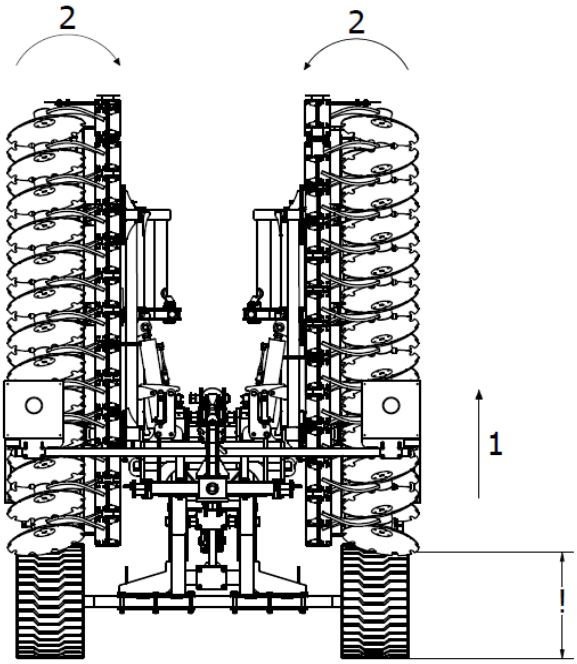

Rysunek 9 Sekwencja otwierania maszyny: 1- podniesienie maksymalnie maszyny w górę, 2- złożenie skrzydeł maszyny do pozycji „zamkniętej “.
1. Należy maksymalnie podnieść maszynę w celu umożliwienia prawidłowego złożenia maszyny unikając ryzyka, że podczas ruchu składane ramiona zahaczą o podłoże (rys.9).
2. Kolejną czynnością jest hydrauliczne złożenie skrzydeł maszyny do pozycji „zamkniętej”, czego celem jest zapewnienie, że mechanizm blokady skrzydeł odblokuje się i umożliwi w późniejszym etapie otwarcie ramion maszyny. Czynność ta jest niezbędna przy każdorazowym otwieraniu ramion urządzenia (rys.9).